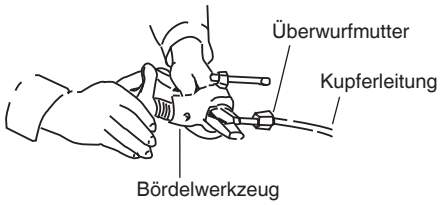

Abb. 5-3
(3) Die Überwurfmutter von der Einheit abnehmen und an der Kupferleitung anbringen.
(4) Das Ende der Kupferleitung mit einem Bördelwerkzeug aufweiten. (Abb. 5-3)